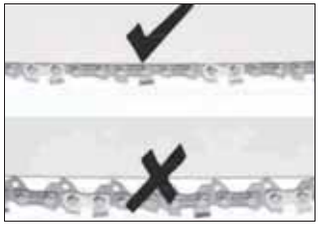

Fig.19A Fig.19B
c) Plaats de zaag op een stevig oppervlak en controleer de kettingspanning. De spanning is juist als de ketting terugspringt nadat u deze 3mm van het zaagblad af heeft getrokken. Dit doet u door licht met uw middelvinger en duim aan de ketting te trekken, zoals getoond in de afbeelding (Fig.19A).De ketting mag niet “doorzakken” aan de onderzijde van het zaagblad, zoals getoond in de afbeelding. (Fig.19B)